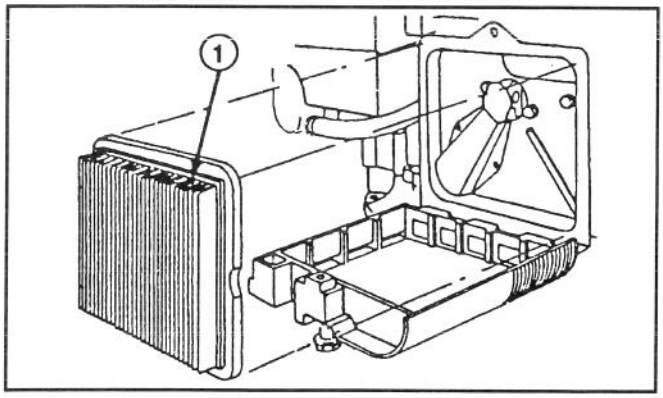

Abbildung 16
3. Den Papiereinsatz herausnehmen und wegwerfen (Abb. 16).